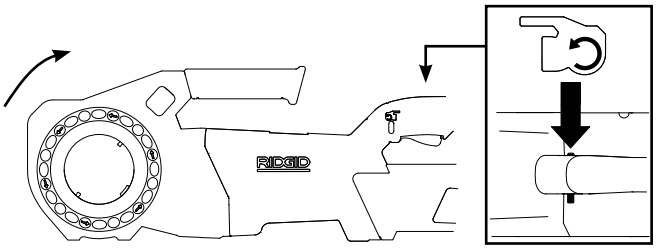

Figur 5A – FRAMÅT (medurs) omkopplarposition
- Ställ glidreglaget framåt/bakåt till läget framåt. Tryck ner och släpp upp på/av-knappen. Bekräfta att drivenheten roterar i rätt riktning *(se figur 5A)* och stannar när du släpper omkopplaren.